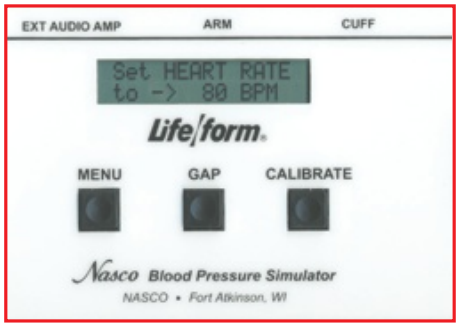

Figure 31
2. The "Set HEARTRATE" menu will display in the Electronic Control Unit window. ***(See Figure 31.)***